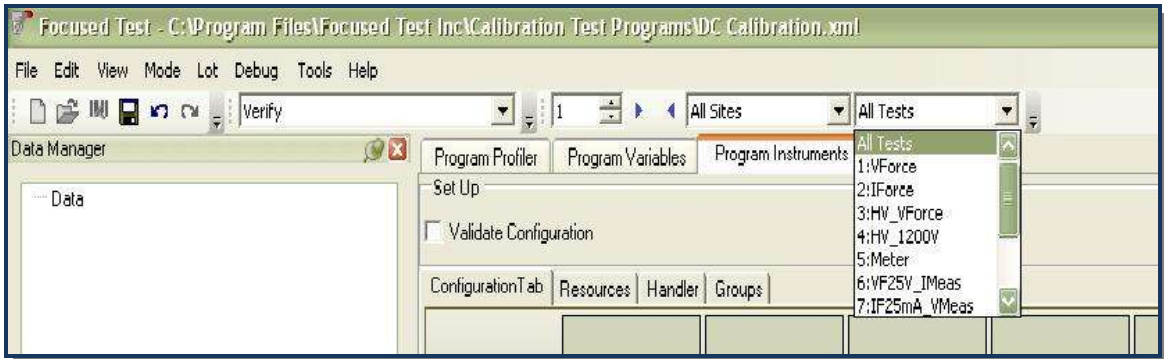
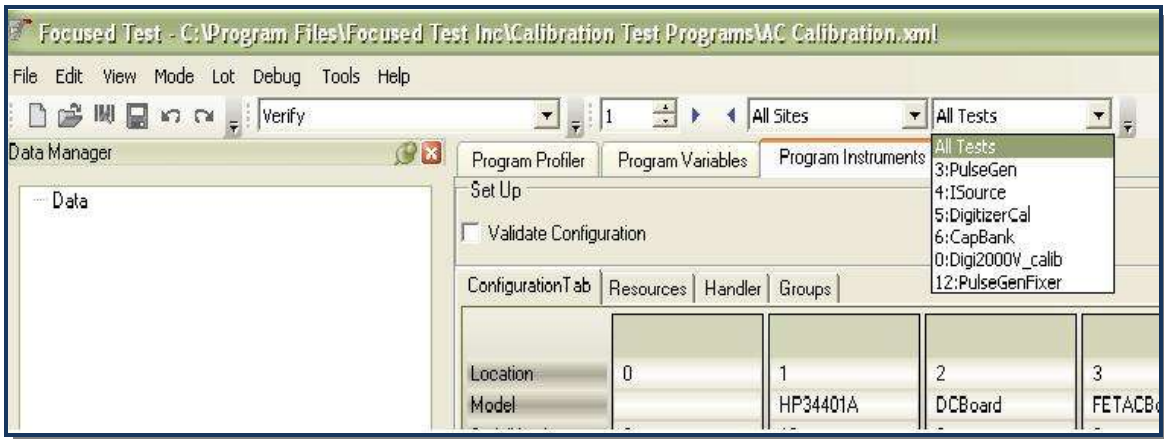

**Figure 3.4.2A** DC Board Verification
**Figure 3.4.2B** AC Board Verification
2. Open the pull down menu found at the right side to select the Verification tests you want to run. It is recommended to run each test individually and in order as some tests depend on the results from previous tests to run correctly. Refer to Figure 3.4.2A and Figure 3.4.2B for the DC and AC Verification tests.